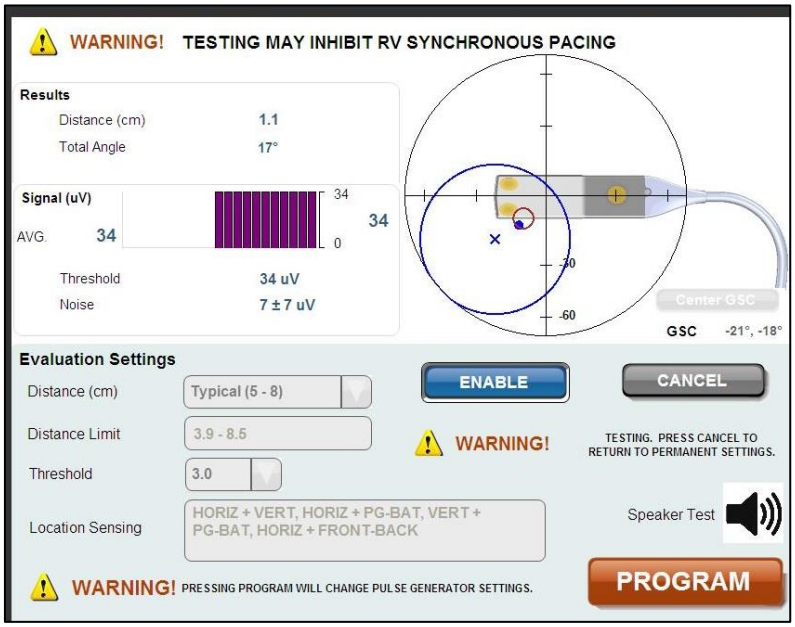

Figure 17: Transmitter Model 4100 Setup Acoustic Window Screen
The set-up of the acoustic window evaluates the position of the Transmitter array relative to the Electrode position. The array elements that are currently being tested are not adjustable. The entire array area of 0.8 cm by 2.4 cm is active during the testing. The on-screen display shows the location and sensing signal values as measured in real time as the Transmitter locates the Electrode (Figure 17). This is useful for monitoring the effect of the current selections being tested. The following characteristics are visible in the graphic display:
An audible notification exists in the Transmitter Model 4100 to indicate the progression of the depletion of the implanted battery. The audible notification may be tested from the Setup Acoustic Window screen (Figure 17) to determine whether the notification can be perceived by the patient:
When the battery voltage for the implanted battery reaches 2.6V, the implanted Pulse Generator will generate a patient notification consisting of twenty (20) half-second audible tones separated by one second of silence between tones. This patient alert notification repeats every eight (8) hours, until either the battery is replaced or the system is programed with settings that extend battery longevity (e.g. lower transmit levels and wider pulse widths could be used to increase battery life). The audible notification may be tested from the Setup Acoustic Window screen (Figure 17) to determine whether the audible notification can be perceived by the patient (see section 2.6.4)